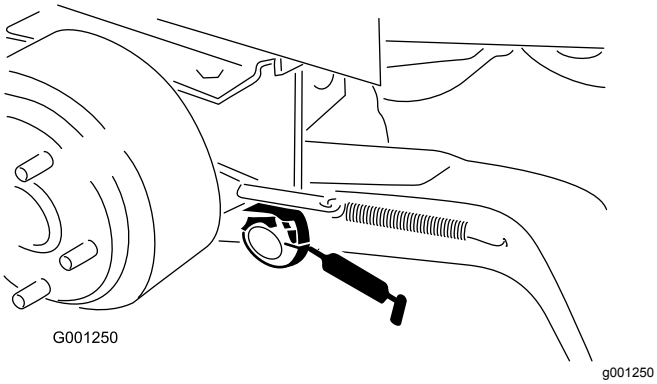

Figuur 35
- Lagerbussen van draaipunt van hefarm (Figuur 35)